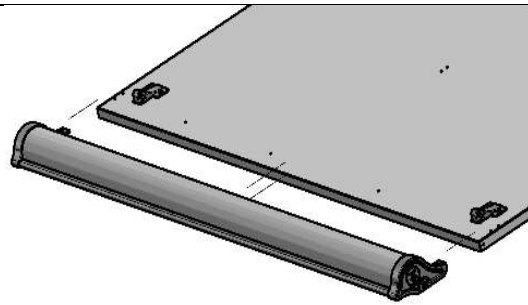

Рис. 13
4.4.4. Сборку по п. 4.5.3. установить на столешницу (поз. 4) и закрепить саморезами с прессшайбой (поз. 2, Пакет № 32). (См. рис. 13, 13а)
Рис. 13а